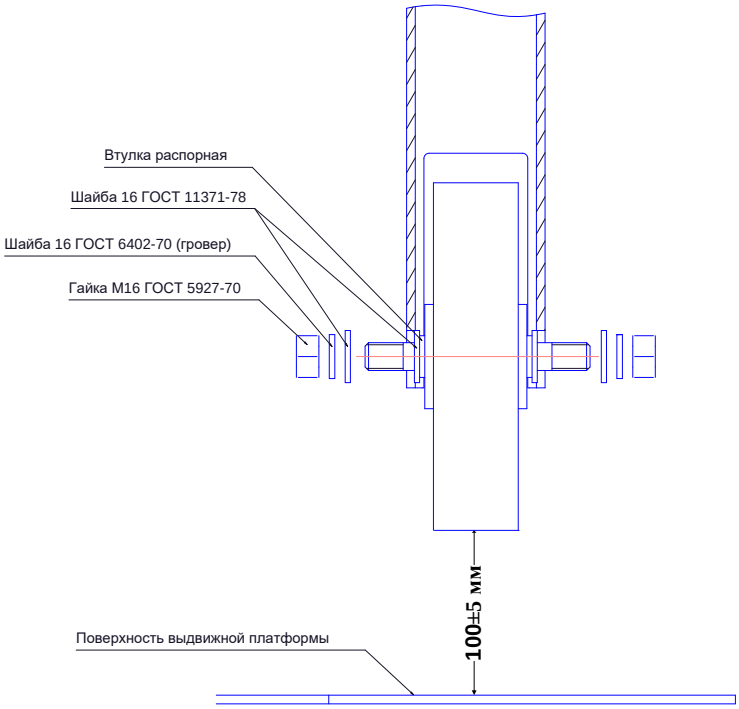

Рисунок 15 – Замена колесной пары.
5.6.5 При помощи двух рожковых ключей отвинтить Гайки М16 (см. рисунок 15), и снять колесо (левая ячейка).
5.6.7 Закрепить колесо при помощи двух рожковых ключей Гайками М16 (см. рисунок 15).